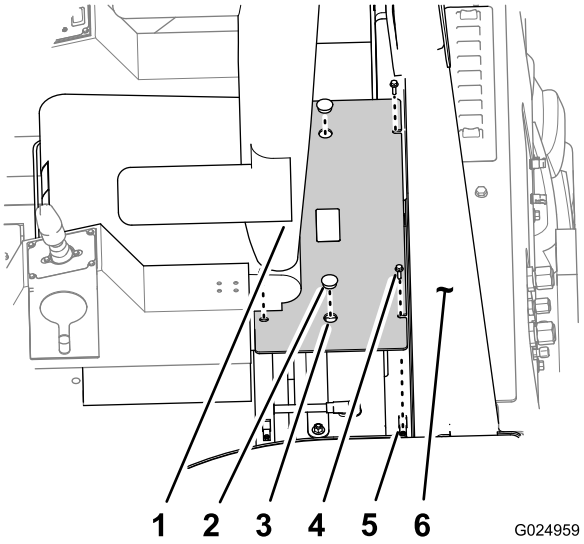

Figura 76
3. Remova os 4 parafusos que fixam a tampa da bateria à plataforma EPCC (Figura 76).
1. Alinhe os orifícios nas abas de fixação da tampa da bateria com as porcas da placa na plataforma EPCC em torno da bateria (Figura 76).
2. Fixe a tampa da bateria à plataforma EPCC com os 4 parafusos (Figura 76).